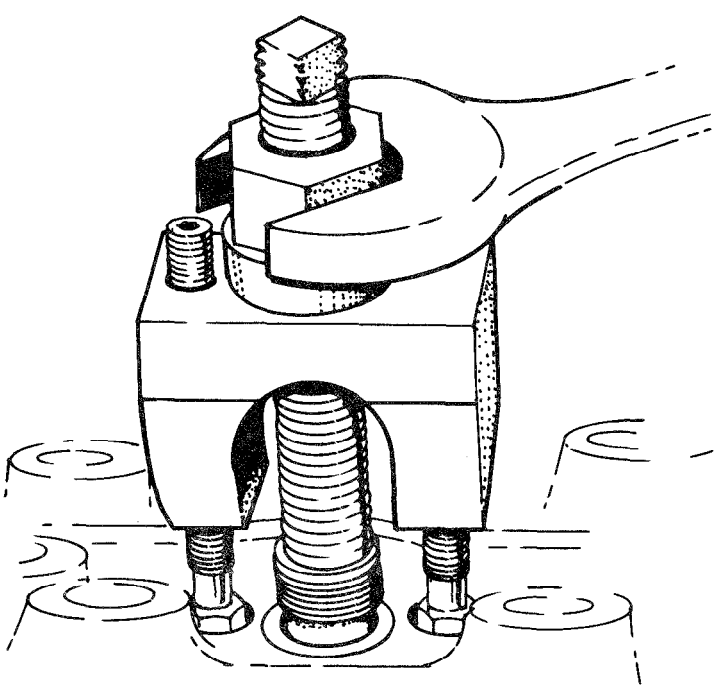

Fig. 11 — Removing Nozzle Sleeve
b. Install tool S-572 with the adapter and remove the nozzle sleeve (see fig. 11).